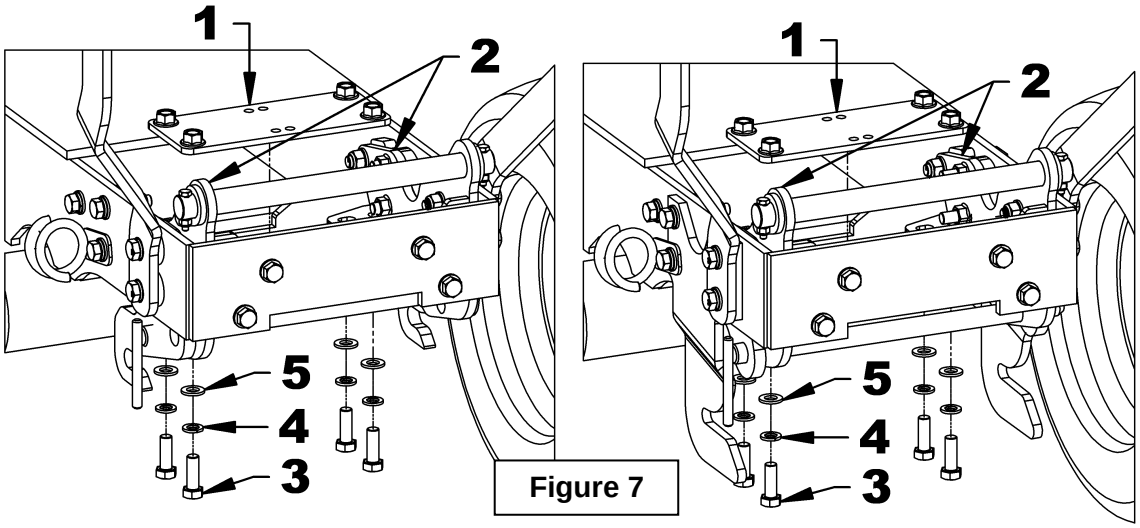

Figure 7
1. Regrouper les items 1 à 5 énumérés dans le tableau de la figure 7.
2. **Figure 7:** Insérer le renfort de supports (item 1) entre les deux supports (item 2) fixer sans serrer avec quatre boulons hex M12 x 1.75 x 35mm (item 3), quatre rondelles de blocage ø12mm (item 4) et quatre rondelles plate ø12mm (item 5).